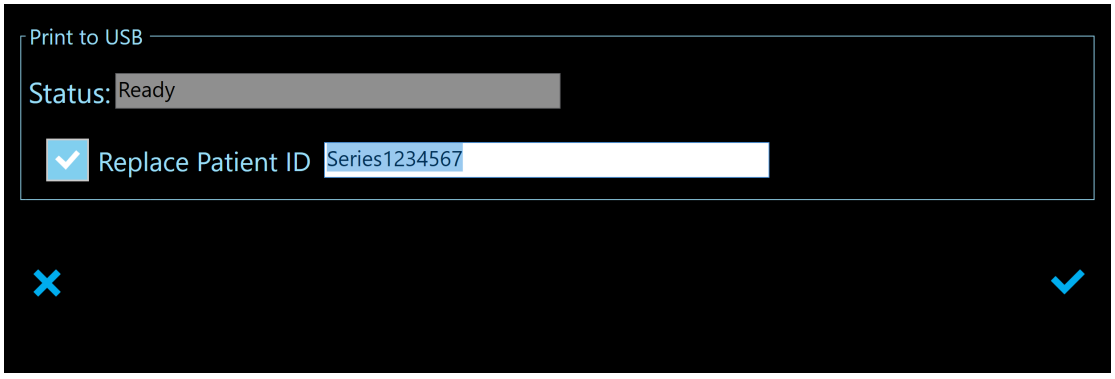

Figure 47. Print to USB Screen
3. When a USB drive is detected, the status displays “Ready” and a check mark icon appears on the lower left (Figure 47).
a. Replacing Patient ID – to prevent transfer of Protected Health Information (PHI) and Personal Data (PD), select the Replace Patient ID check box. In the text field enter the alternate Personal Data identifier (Figure 47).
b. To save the file, select the check mark icon (Figure 47). The file is saved in a folder labeled "HemoSonicsData". The file created is a compressed (zipped) file. Its name begins with Quantra Images and ends with the patient ID, either original or the replaced name.